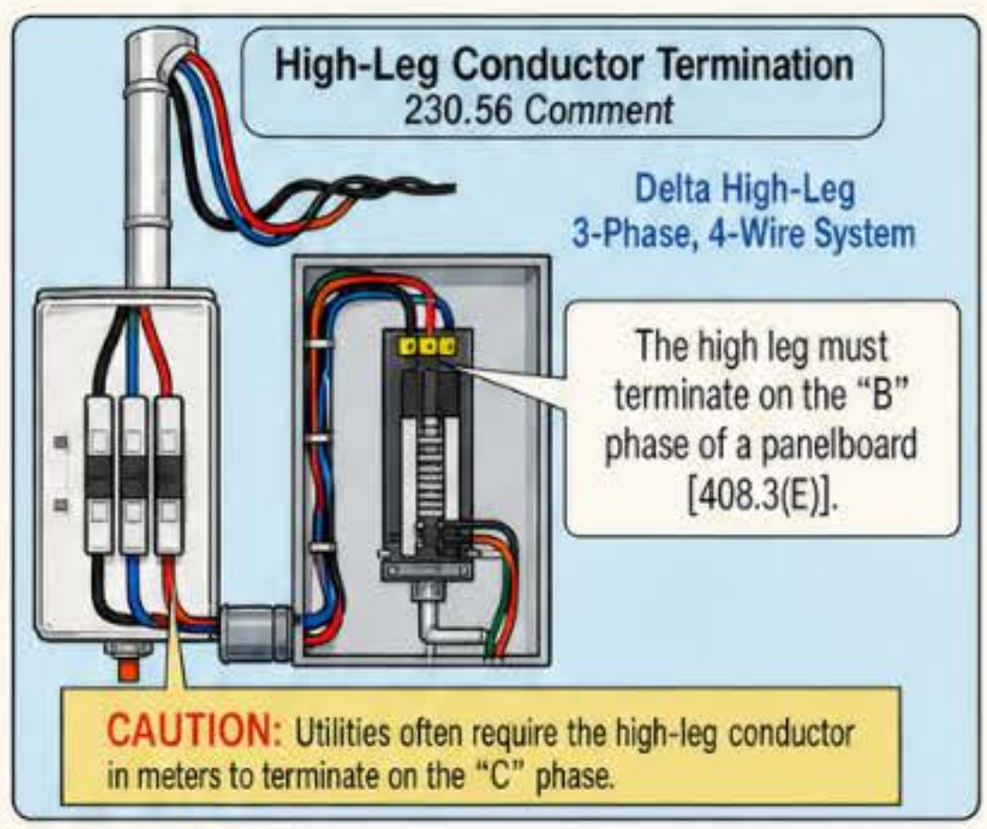

Figure 230-42
- The ANSI standard for meter equipment requires the high-leg conductor (208V to neutral) to terminate on the "C" (right) phase of the meter socket enclosure. This is because the demand meter needs 120V which comes from the "B" phase. Hopefully, the electric utility lineman is not colorblind and does not inadvertently cross the "orange" high-leg (208V) conductor with the red (120V) service conductor at the weatherhead. It has happened before... Figure 230-42